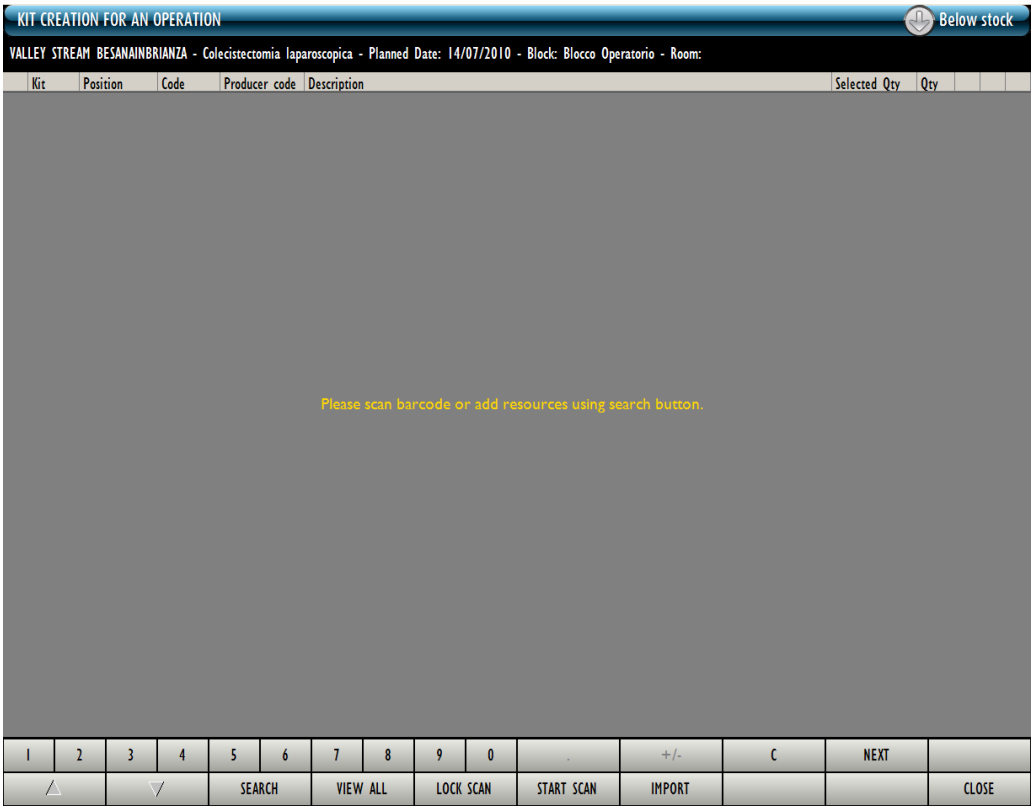

Fig 172 - Kit creation for an operation
The "Kit creation" screen (Fig 172) can be used to record the actual picking of the resources and to verify their quantities.
The screen shown in Fig 172 is formed of three main areas:
- Click the **Search** button on the command bar (Fig 172).